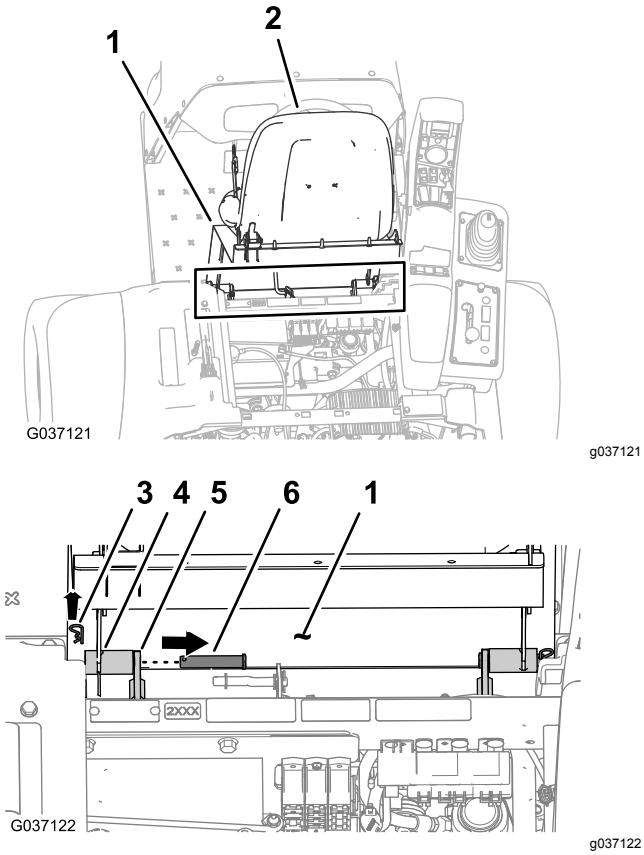

Figur 5
3. Fjern de 2 hårnålssplintene som fester seteplatens svingkoblinger til chassisbrakettene (Figur 5).
4. Fjern de 2 svingboltene som sikrer setet og seteplaten til chassiset (Figur 5).